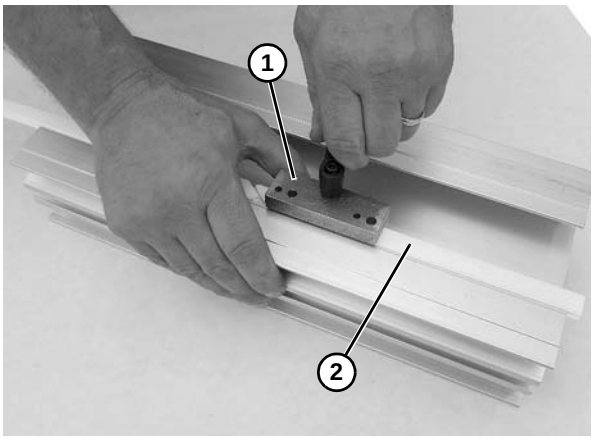

Figure 61
1. Attach wear strip replacement tool **(Figure 61, item 1)** over wear strip **(Figure 61, item 2)** and frame near the beginning of each wear strip section. Tightly secure in place.